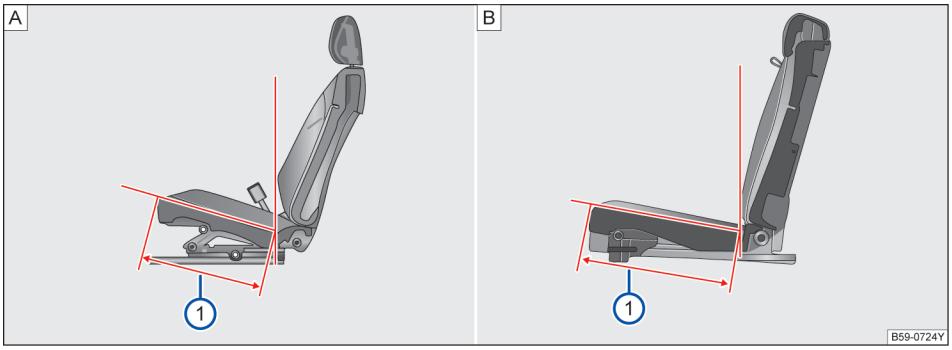

图 93 座椅坐垫深
当前排位置处于设计位置时，坐垫深=533mm→ 图 93 A ①。
当第二排位置处于设计位置时，坐垫深=525mm→ 图 93 B ①。 ◁